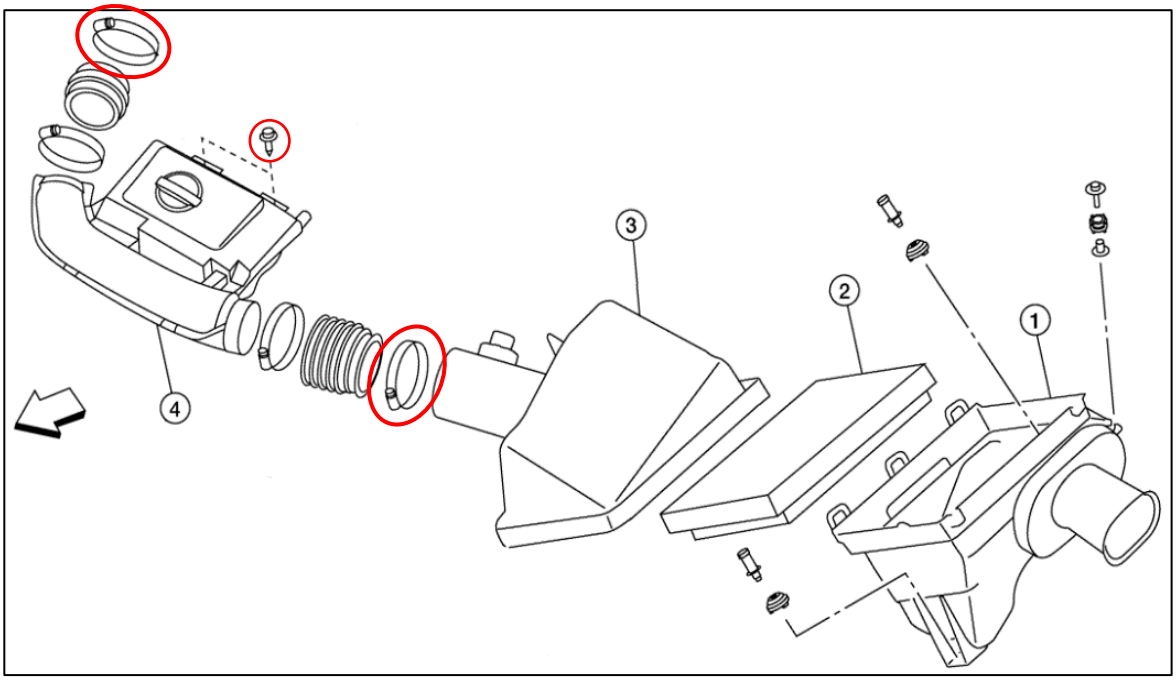

Figure 1
6. Loosen the (2) two hose clamps and remove the (2) two bolts on Air Intake Tube (circled below). Remove Air Intake Tube and set aside. *Figure 1.*